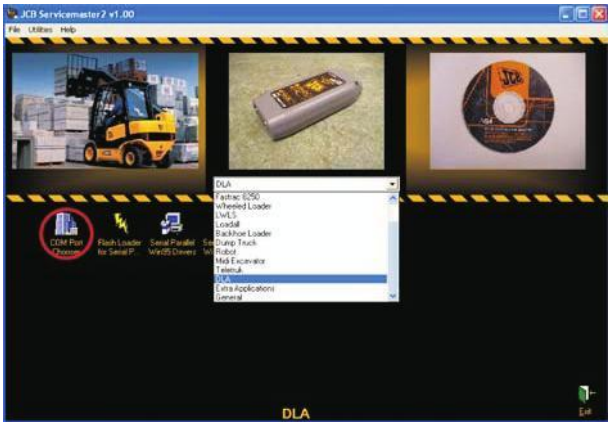

Fig 24.
Ou selecione “DLA” a partir do menu de opções e então dê um clique duplo no ícone “COM port Chooser” (selecionador de porta COM). ⇒ ***Fig 24. (145)***.